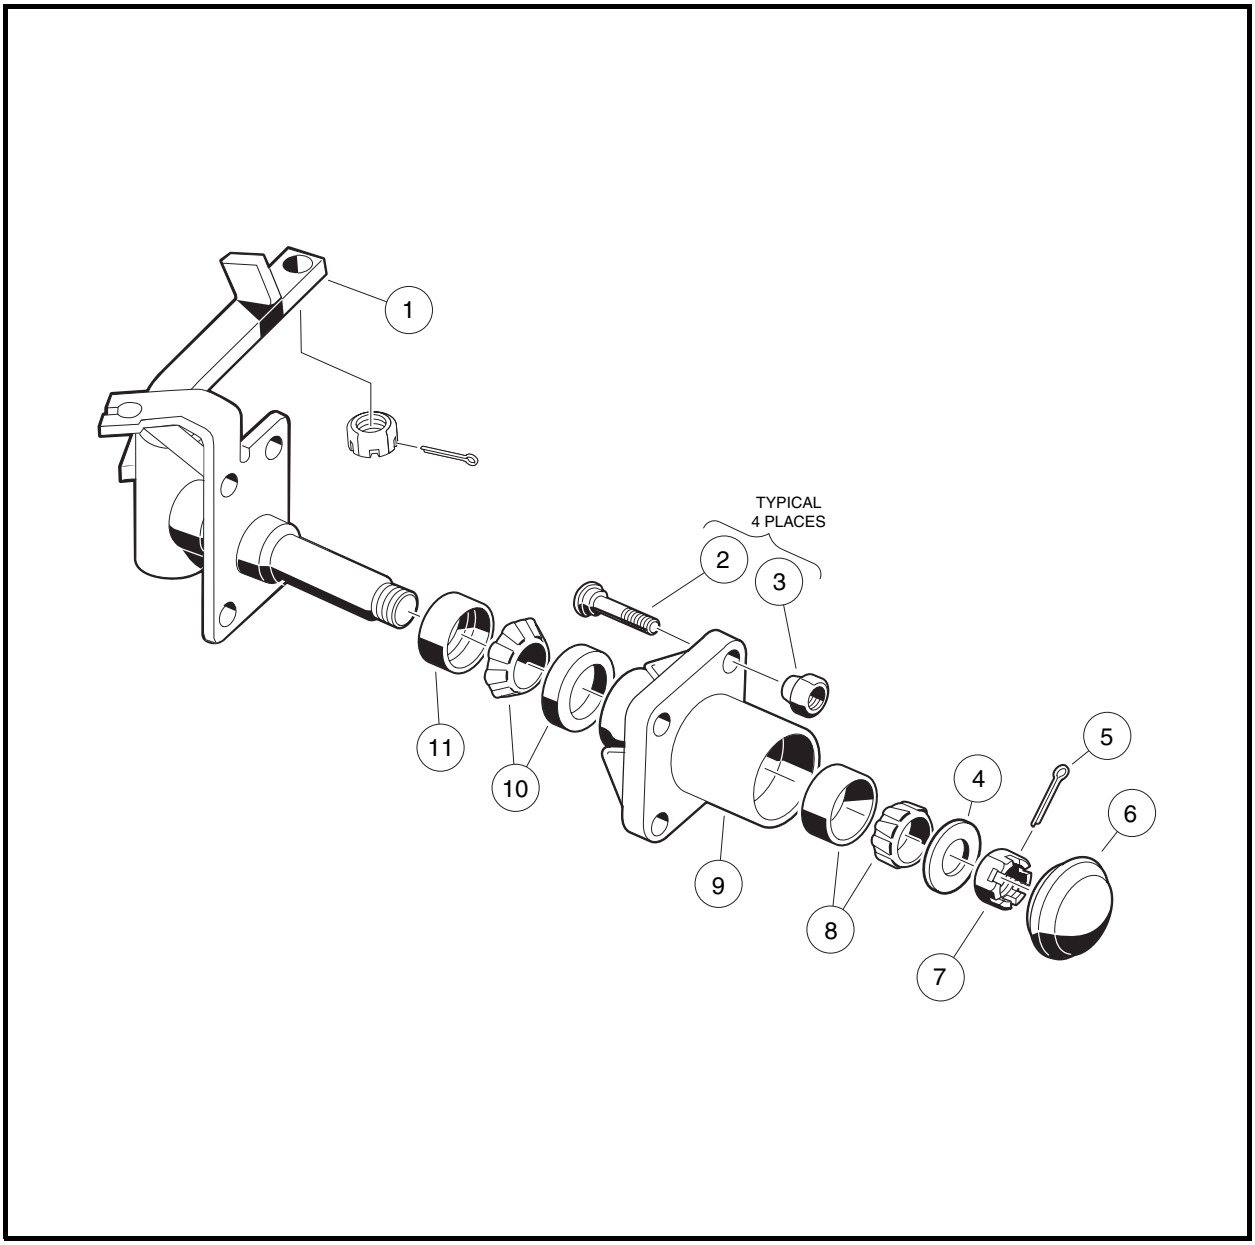

Figure 6-34 Front Spindle Assembly (Four-Wheel Brake Vehicles)
6. Remove dust cap (6) on hub and bearing assembly **(Figure 6-34, Page 6-19)**.
7. Remove cotter pin (5) and hex nut (7) from spindle shaft **(Figure 6-34, Page 6-19)**.